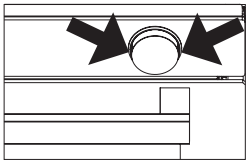
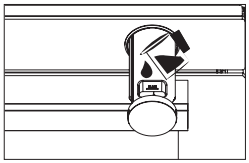
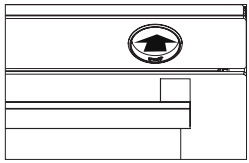

Figure 17
Figure 18
Figure 20
**1.** Remove the water container by pulling it out at the points indicated by the arrow. Fill the water container (See figure 17) and slide it in the direction of the arrow to the starting position to put it in place (See figure 18,19). After 10 minutes of preheating, slide the water container in the direction of the arrow until you hear a "click" (See figure 20).